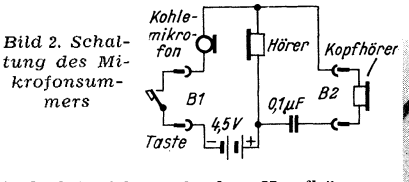
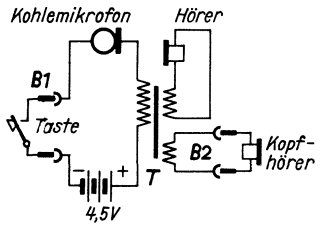

*Bild 2. Schaltung des Mikrofonsummers*
*Bild 4. Schaltung des Mikrofonsummers mit Kopfhörerausgang*
Auf dem Prinzip der akustischen Rückkopplung beruht die Wirkungsweise des Mikrofonsummers, dessen Schaltung **Bild 2** zeigt. Bei diesem Morseübungsgerät wird die in Übertragungsanlagen unerwünschte akustische Rückkopplung ausgenutzt. Mikrofon und Hörer sind so angeordnet, daß sie tonfrequente Schwingungen erzeugen. Der vom Hörer ausgehende Schall trifft direkt auf die Öffnung des Kohlemikrofons. Batterie, Taste, Kohlemikrofon und Hörer sind in Reihe geschaltet. Die erzeugte Tonfrequenz wird über den 0,1-µF-Kondensator abgegriffen und den Kopfhörerbuchsen B 2 zugeführt.
**Bild 4** zeigt die erweiterte Ausführung des Mikrofonsummers nach Bild 2. Die Tonfrequenzspannung wird hier nicht direkt dem Generatorkreis entnommen, sondern unter Zwischenschaltung des Transformators T, der drei Wicklungen besitzt. Für die Abnahme der Tonfrequenzspannung steht eine besondere Wicklung zur Verfügung.